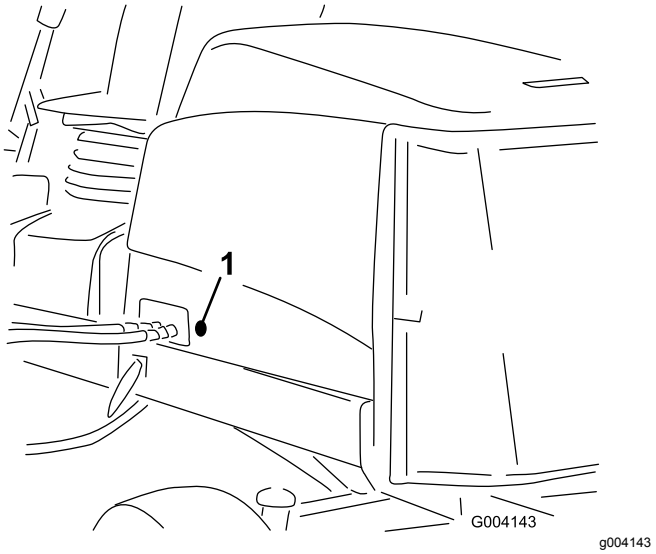

Figur 17
2. Fjern gummikransen fra hullet i venstre side af motorhjelmen (Figur 17).